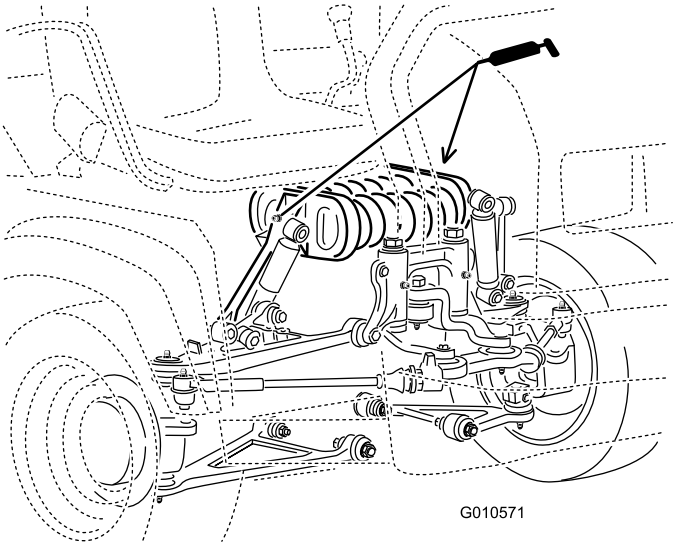

Figuur 40
- Veertoren (2); zie Figuur 40